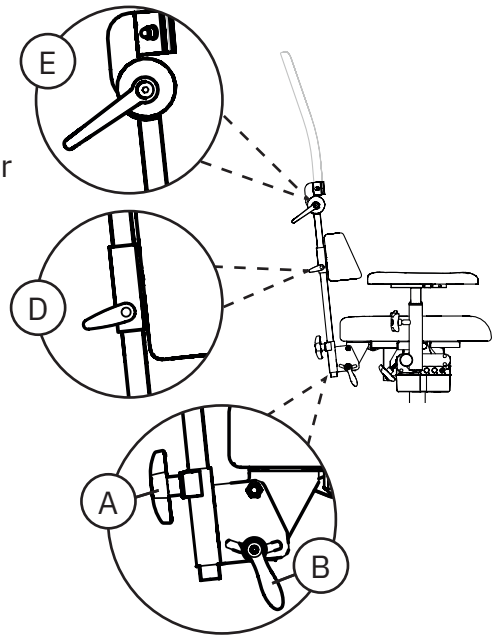

Figur 5.9. Høy rygg med justerbar pute og nakkestøtte av makrolon.
Med ryggmekanisme Standard røntgen kan ryggstøtten justeres i høyden (A), og vinkelen på ryggmekanismen (B) kan også justeres. Ryggstøtten har også en høydejusterbar korsryggspute (D) og en nakkestøtte (E) som kan vinkles, se figur 5.9.